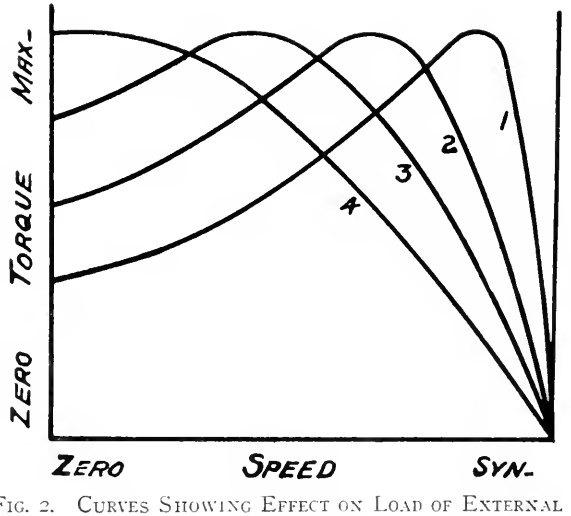

Fig. 2. Curves Showing Effect on Load of External Resistance in Rotor Circuit of Wound Rotor Motors.
* The characteristics of a motor are the relations existing between speeds and loads. See Fig. 2.
resistance in the rotor circuits the current is kept low during starting and the ability to start under load is greatly increased. This is well illustrated by the curves in Fig. 2. Examining curve 1, we see that beginning at zero speed the load (torque) is not very great, but it increases rapidly with increased speed. On the other hand, curve 4 representing conditions with a large resistance in the rotor circuit, shows heavy load at low speeds. Curves 3 and 2 represent similar conditions with decreasing resistance. Hence with a wound rotor it is possible to start under load with a large resistance in the circuit which can be cut out gradually as the speed increases, thus passing from curve 4 to 3 to 2 to 1. By working near the peaks of the curves, the maximum power of the motor is maintained.